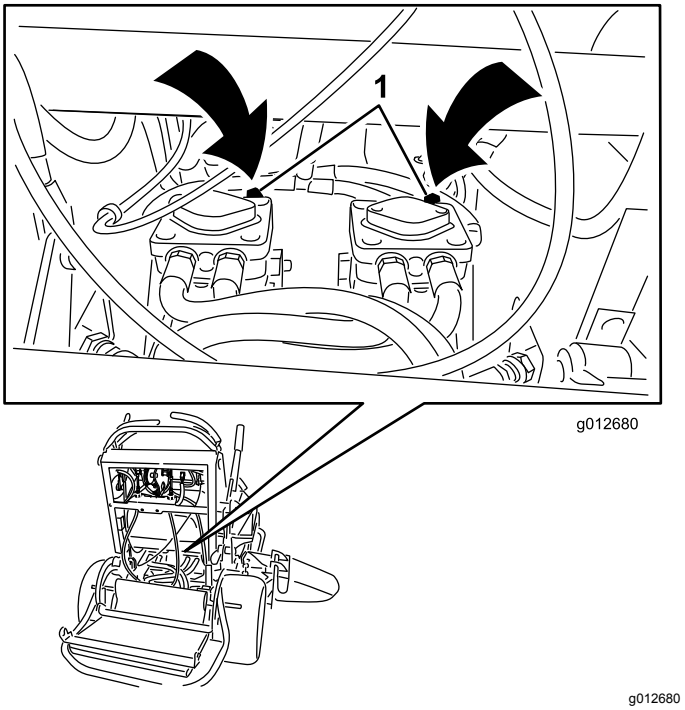

Figuur 27
3. Open de omloopventielen op beide pompen door deze 1 tot 2 slagen linksom te draaien (Figuur 27).